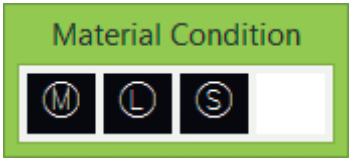

Рис. 11.40. Диалоговое окно установки зависимого допуска
- В области **Tolerance 1** – вызов диалогового окна **Material Condition** (рис. 11.40) и установка зависимого допуска 1: